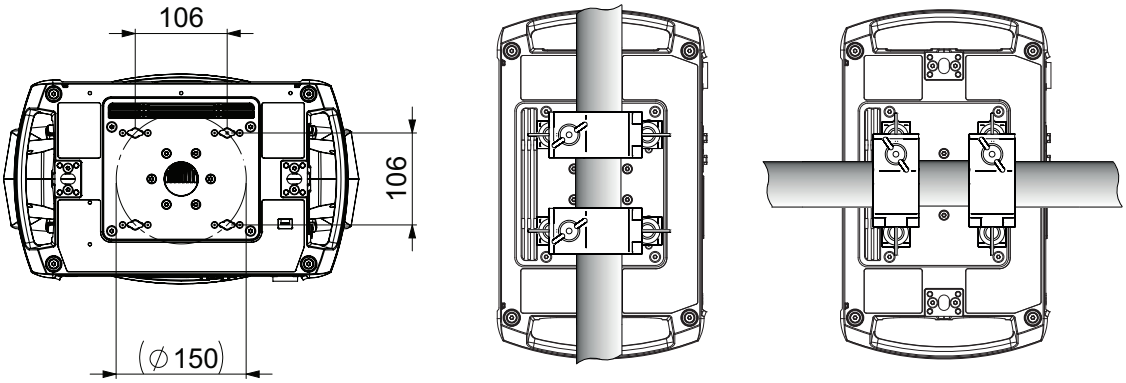

Figure 3: Clamp bracket positions
The mounting points in the base allow omega brackets and rigging clamps to be fastened as shown in Figure 3.
3. See Figure 3 on page 10. Align the first clamp and bracket with 2 mounting points in the base, and engage both the clamp bracket's quarter-turn fasteners in corresponding sockets in the base. See Figure 4. Turn the levers on the quarter-turn fasteners a full 90° clockwise to lock. Repeat for the second clamp.